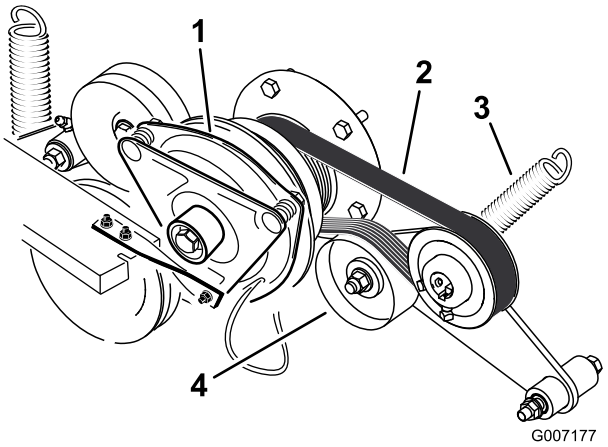

**Figur 74**
3. Demontera fjädern på remskivearmen (Figur 74).
4. Montera den nya remmen runt motorns och hydropumpens remskiva (Figur 74).
6. Montera fjädern på remskivearmen (Figur 74).